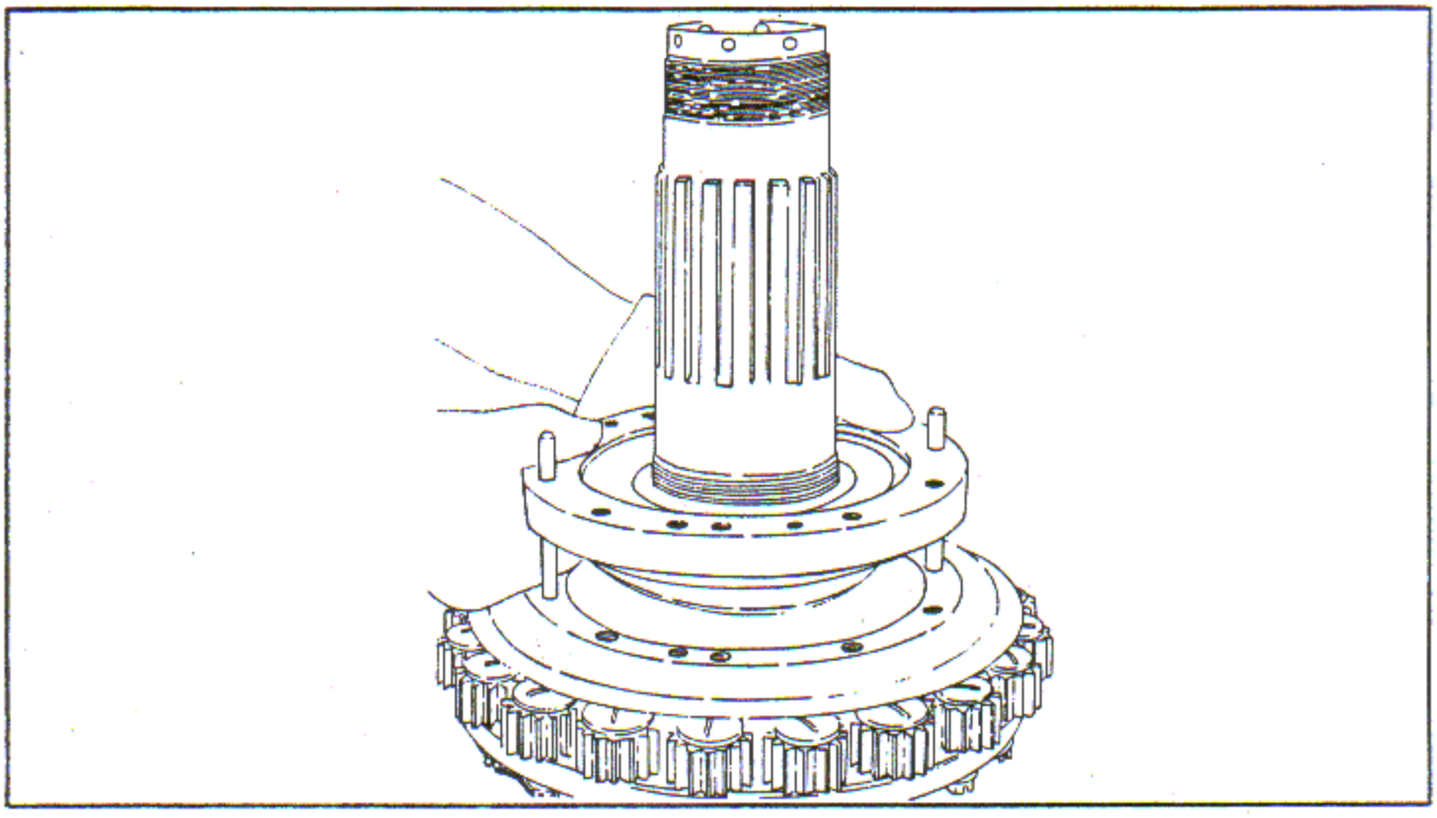

Figure 7-10. Installing Stationary Gear Support and Thrust Bearing Spacer on Propeller Shaft Assembly (R1820-80 Series)
d. Heat a suitable tool in an oil bath maintained at 177° - 205°C (305 - 400° F) for ten minutes. Insert the tool into the spacer and leave it there for five minutes. Remove the tool and immediately guide the support and spacer over the propeller shaft assembly until the flange of the spacer is firmly seated on the propeller shaft shoulder. See figure 7-10.